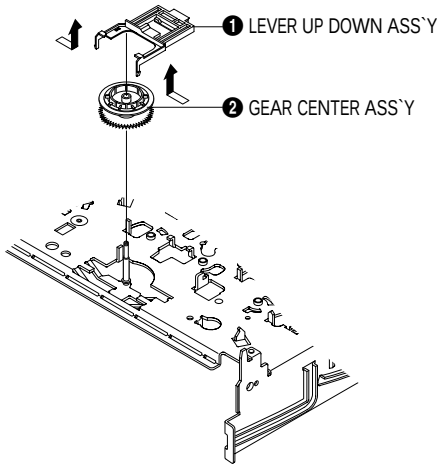

Fig. 4-26 Lever Up Down Ass'y Removal
1) Remove the 2 hooks in the direction of arrow as shown Fig. 4-26 and lift the Lever Up Down Ass'y ❶.
2) Lift the Gear Center Ass'y ❷.